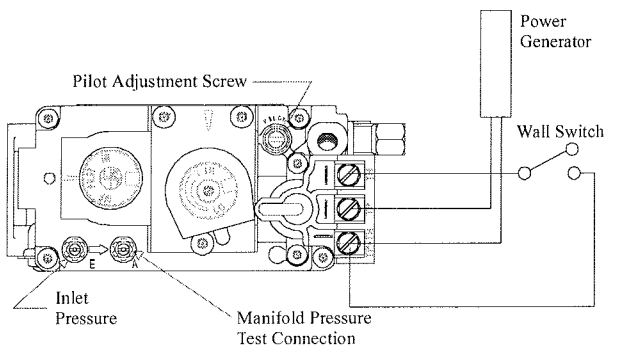

FIGURE 20 SIT GAS VALVE
The **38DVM** is equipped with a remote-operated valve, located behind the removable brass grille, to the right of the gas control valve (refer to figure 20.) The valve is pre-wired and completely self contained to generate its own power **DO NOT** connect any external power to it. **Note:** The switch location must not exceed 30' from fireplace.
1. Remove Pilot Adjustment Cap. (see figure 20)